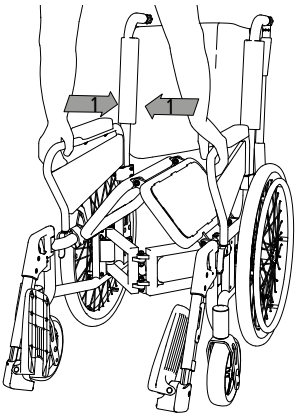

fig. 30
6. Successivamente afferrare la zona anteriore delle fiancate e premere ambo i lati al centro, una verso l'altro. La sedia a rotelle in questo modo si richiuderà (1, fig. 30).